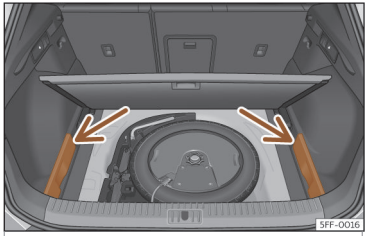

Fig. 113 En el maletero: tapas para guardar la bandeja.
- Extraiga las tapas izquierda y derecha ››› **fig. 113**.